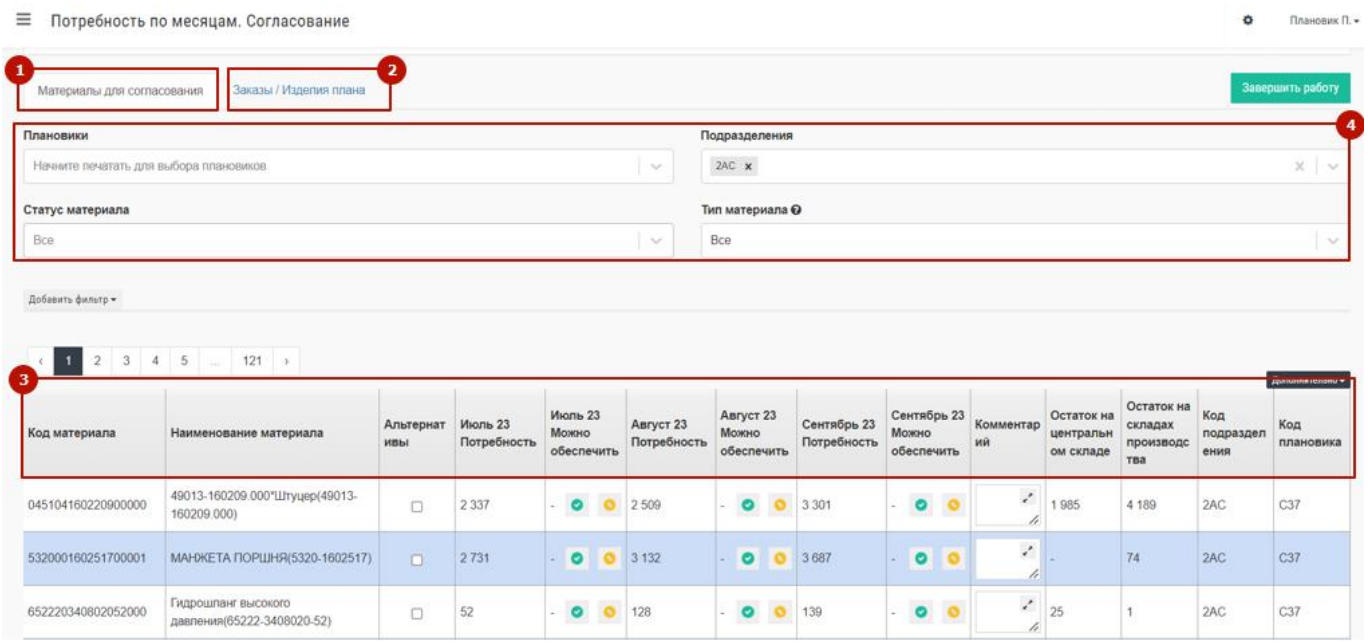

Рис. 104 – вкладка «Материалы для согласования»
Пример экрана этого пункта приведен на Рис. 104. Он так же как и пункт раздела «Потребность по неделям» состоит из двух вкладок:
- «Материалы для согласования» (1 на Рис. 104);
- «Заказы/Изделия плана» (2 на Рис. 104).
Таблица на вкладке «Материалы для согласования» содержит следующие данные (3 на Рис. 104):